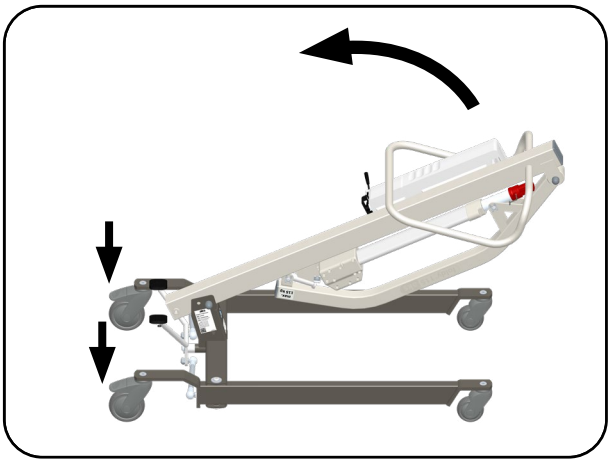
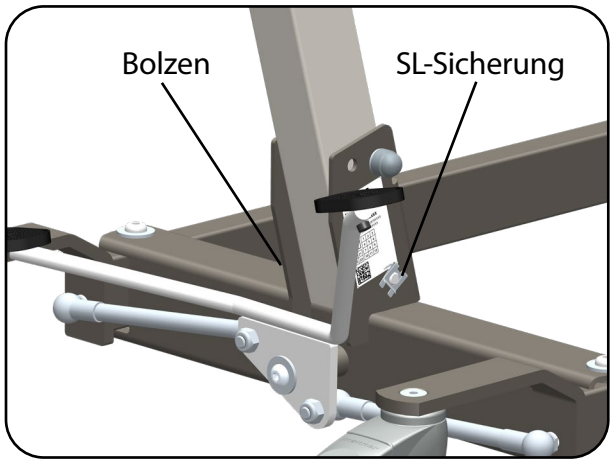

Abb. 6.2.03 – Standmast aufrichten
Abb. 6.2.04 – Standmastaufnahme
5. Richten Sie den Standmast auf (Abb. 6.2.03) und bringen Sie die Bohrung des Standmastes mit der unteren Bohrung der Standmastaufnahme deckungsgleich übereinander. Dann sichern Sie den Standmast wieder mit dem Bolzen mit SL-Sicherung (Abb. 6.2.04).
6. Entfernen Sie den Kabelbinder, der als Transportsicherung den Hebearm am Standmast fixiert (Abb. 6.2.03).